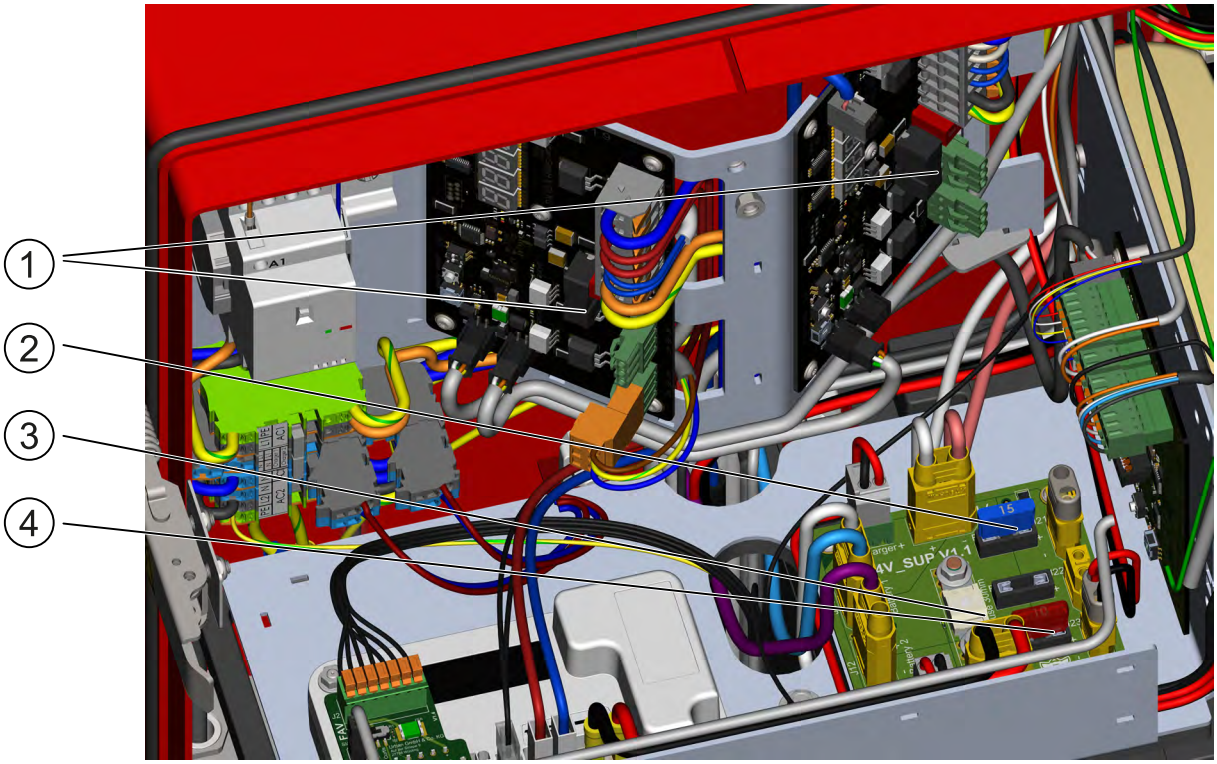

Рисунок 29: Обзор предохранителей
4. Найдите неисправный предохранитель (см. главу Рисунок 29 «Обзор предохранителей», страница 77).